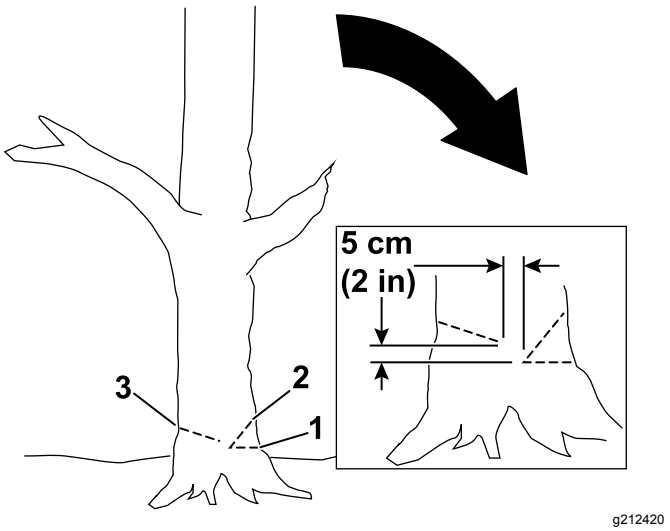

Figura 15
4. Haga el primer corte de un tercio del diámetro del árbol en el lado hacia donde desea que caiga el árbol (Figura 15).
5. Haga un segundo corte para formar una cuña, empezando el corte al menos 5 cm (2") por encima del primer corte (Figura 15).
6. Haga el corte de caída desde el lado opuesto a la cuña y unos 5 cm (2") por encima de la parte inferior de la cuña, como se muestra en la Figura 15.
Importante: **Importante: detenga el tercer corte a 2.5 a 5 cm (1" a 2") de la cuña para formar una bisagra entre los cortes (Figura 15), que evitará que el árbol caiga en la dirección incorrecta o que gire al caer.**
Nota: A medida que el corte de caída se acerque a la bisagra (Figura 15), el árbol debe empezar a caer.